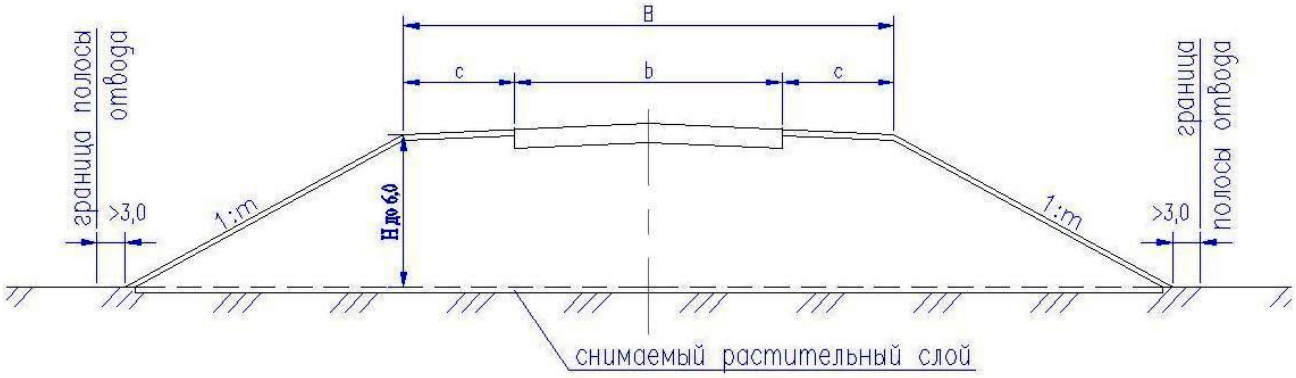

Рисунок 2 – Насыпь высотой до 6 м
3 Насыпи высотой от 2(3) м до 6 м (рис. 2). Их устраивают с более крутыми откосами 1:1,5. Такая крутизна обеспечивает устойчивость откоса. В мелких песчаных и пылеватых грунтах в районах с влажным климатом крутизну откосов уменьшают до 1:1,75.